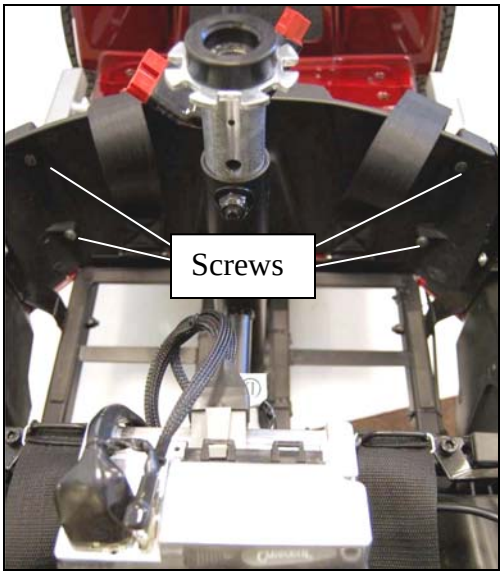

Figure 16. Inside Battery Compartment
3) Remove the (4) Phillips screws inside the battery compartment from the front panel. See figure 16.